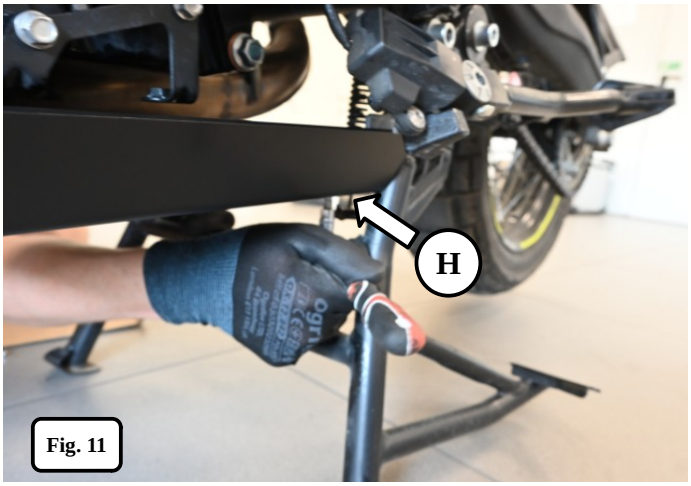
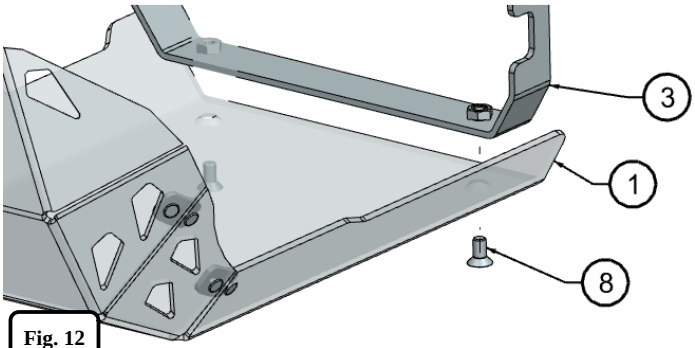

Fig. 11
Fig. 12
ENG 5.(H) Screw the plate (1) with screws (8) to the rear mount (3) [Fig.11] / [Fig.12].
PL 5. (H) Przykręć płytę (1) śrubami (8) do mocowania tylnego (3) [Fig.11] / [Fig.12]
DE 5.(H) Befestigen Sie die Platte (1) mit den Schrauben (8) an der hinteren Befestigung (3) [Abb.11] / [Abb.12].